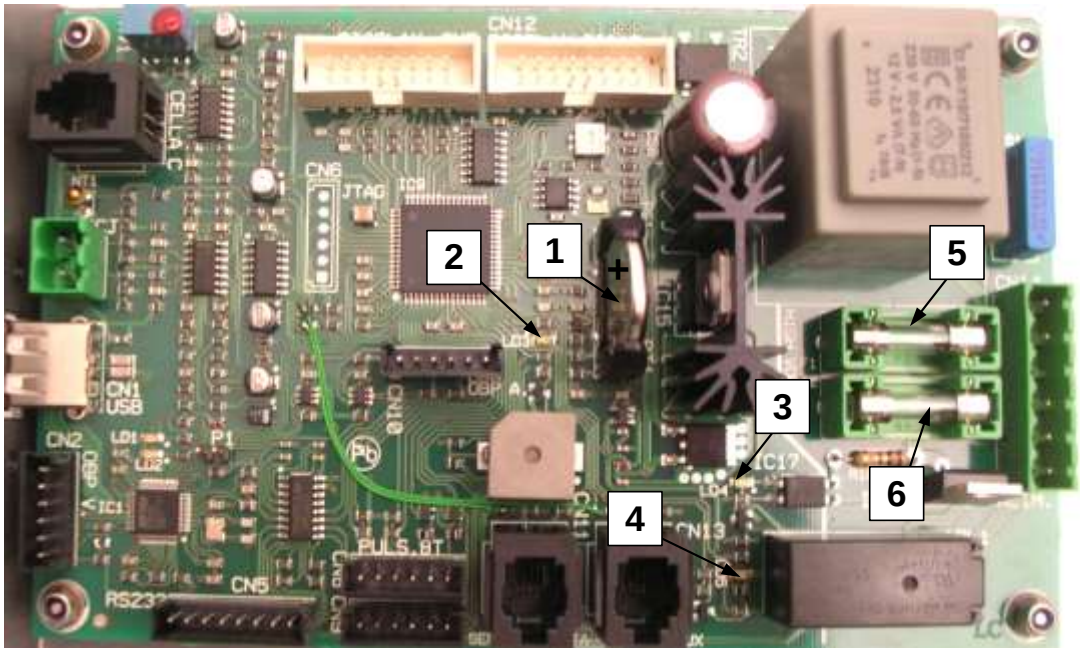

fig. 5.16
La batteria di mantenimento dati (*MBB nello schema elettrico al cap.6 e pos.1-fig.5.16* è posta sulla scheda generale ed è necessario sostituirla quando viene visualizzato a display il corrispondente messaggio d'allarme " **BATTERIA SCARICA** ".
- inserire allo stesso modo la batteria nuova mantenendo il simbolo " **+** " verso sinistra (vedi fig.5.16)